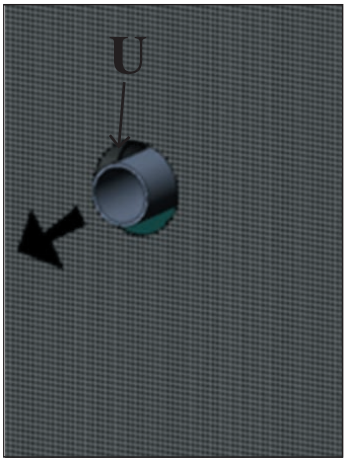

Rys. 21
Zdjąć pokrywę (S) i od lewej, frontowej strony piecyka (jeszcze przed montażem płyty obudowy),założyć aluminiowy giętki przewód (nie jest dostarczany z piecykiem) na króciec doprowadzenia powietrza (T – rys. 19-20). Wygiąć przewód i przełożyć go przez otwór (U - rys. 21) w tylnej ściance piecyka, wyprowadzając go na zewnątrz. Przewód można połączyć bezpośrednio z czerpnią lub wyprowadzić obok piecyka, a czerpnię umieścić w bezpośredniej bliskości.